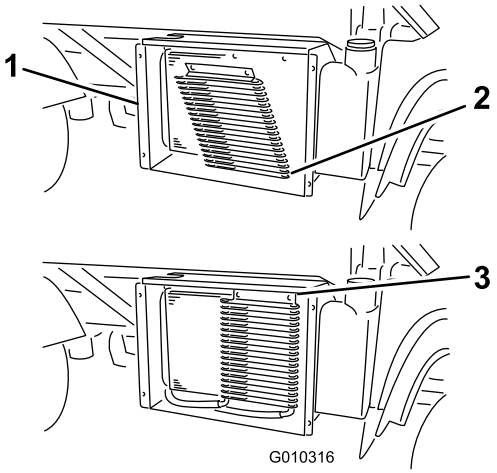

Figuur 59
3. Als uw machine met sluitingen is uitgerust, draai deze dan en draai de oliekoeler weg van de radiateur (Figuur 59).